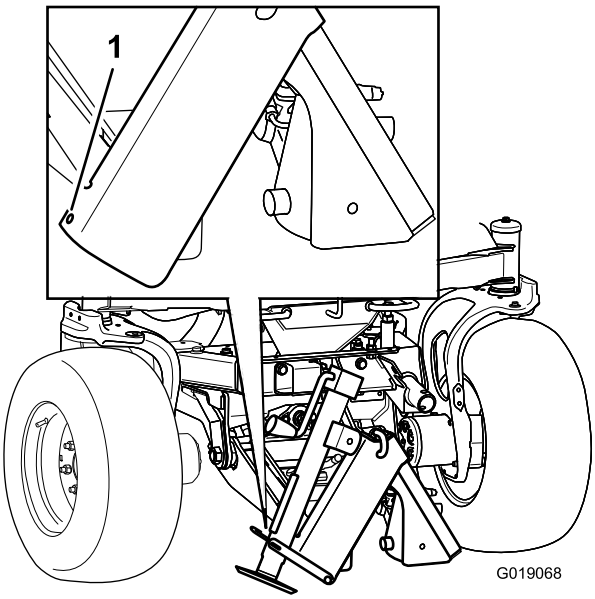
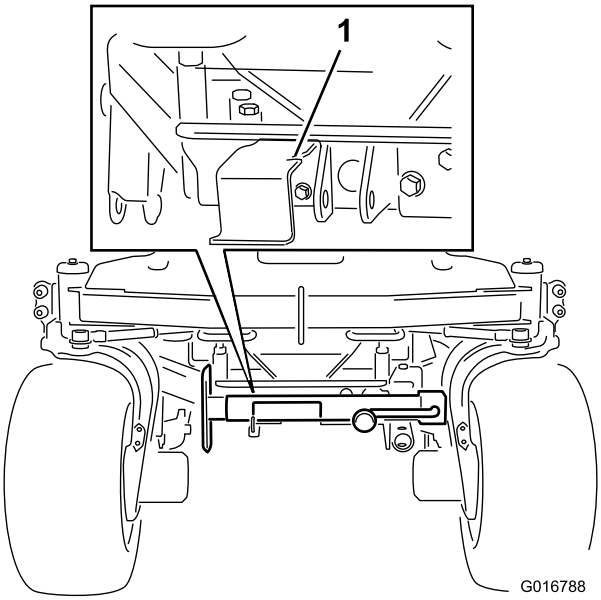

Figura 9
Figura 10
2. Inserite il perno vincolato (non in figura) attraverso il foro laterale del mozzo del cavalletto e il foro nell'aletta, quindi fissate il cavalletto con la corda elastica (Figura 9 o Figura 10).